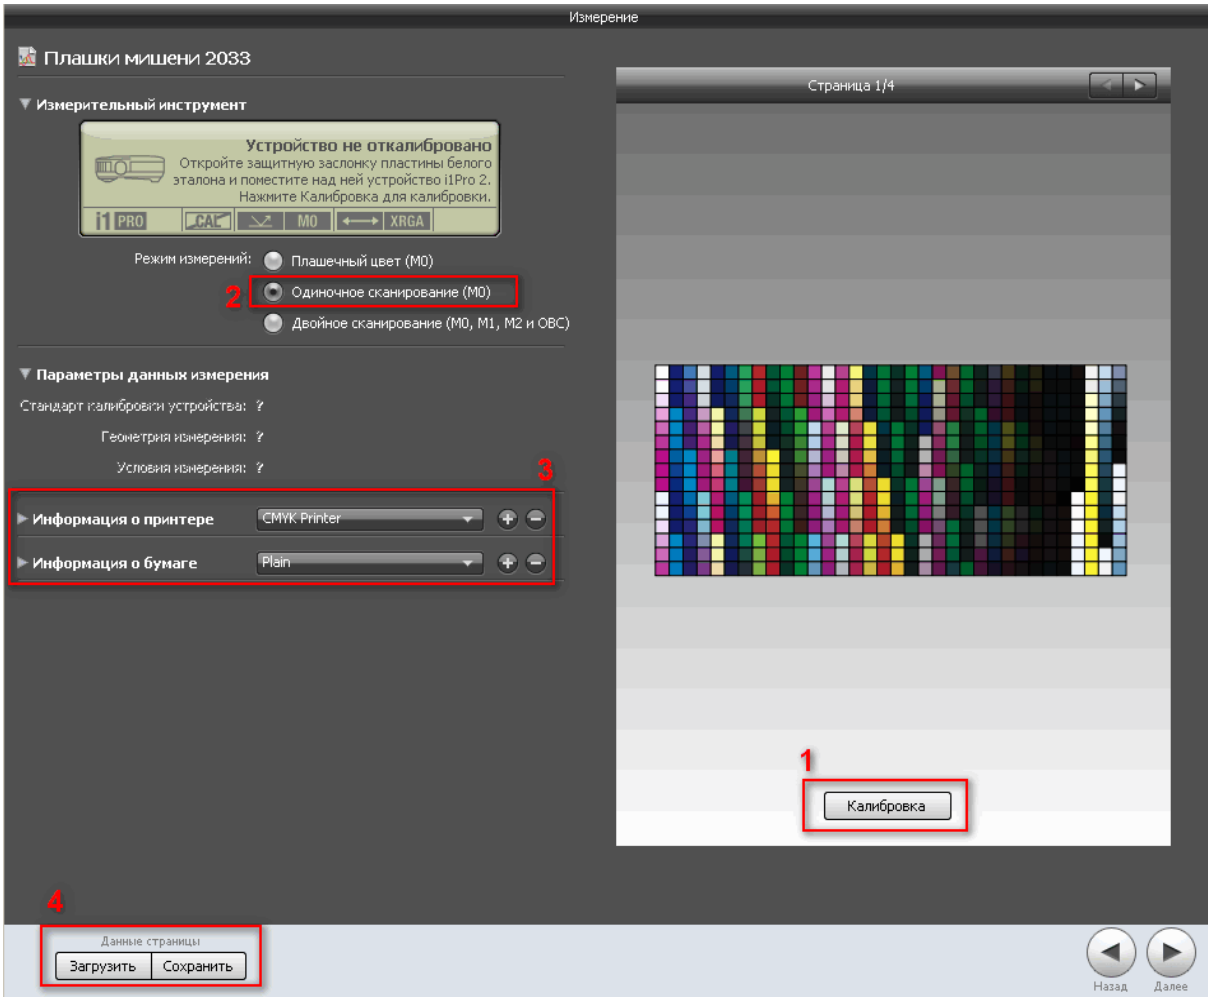

рис.6. Измерение тестовой шкалы.
Сохраненный в предыдущем пункте графический файл тестовой шкалы следует отпечатать, используя растровый процессор. При печати в настройках растрового процессора должно быть **отключено управление цветом**. Отпечатанную шкалу следует оставить для полной стабилизации (высыхания) чернил, как минимум, на 30 минут. **Внимание!** Крайне нежелательно в процессе сушки отпечатков касаться руками полей шкалы, так как это может привести к снижению точности измерений и, соответственно, точности профиля принтера. Нажав **Далее**, перейдите к экрану **Измерение** *(рис.6)*.
1. Откалибруйте спектрофотометр, нажав кнопку **Калибровка** под изображением шкалы в правой части экрана *(рис.6, п.1)*.
2. Выберите режим измерений **Одиночное сканирование** *(рис.6, п.2)*.
3. Поскольку назначение полей **Информация о принтере** и **Информация о бумаге** *(рис.6, п.3)* исключительно информационное, их можно не заполнять или заполнить произвольно по своему усмотрению.
4. Проведите измерение шкалы и сохраните результат измерений, нажав кнопку **Сохранить** в зоне настроек главного окна рабочего процесса *(рис.6, п.4)*. Затем нажмите **Далее**.